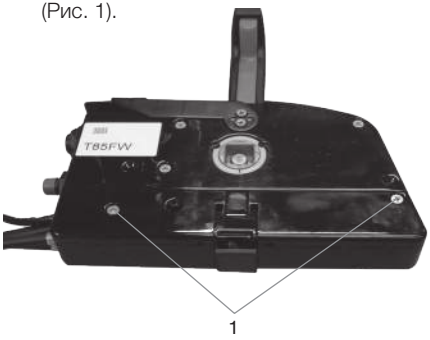

Рис. 9 Снятие нижней крышки блока дистанционного управления
1. Открутите два винта крепления и снимите нижнюю крышку блока дистанционного управления (Рис. 9).